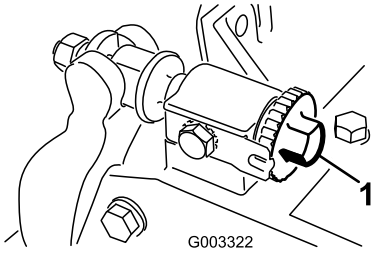

图 10
2. 逆时针旋转底刀架调节螺丝确保底刀架不与滚刀接触图 10。